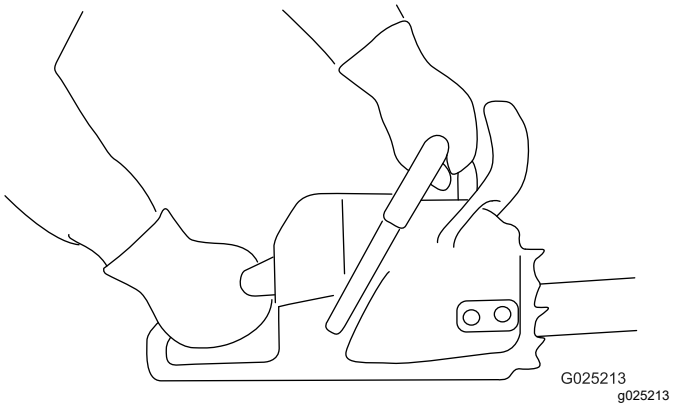

Figur 11
1. Grip tak i motorsagen med to hender, med venstre hånd på fremre håndtak og høyre hånd på bakre håndtak som vist i Figur 11.
1. Ta tak i motorsagen som vist i Figur 11.
3. Ta tak i motorsagen som vist i (Figur 11).